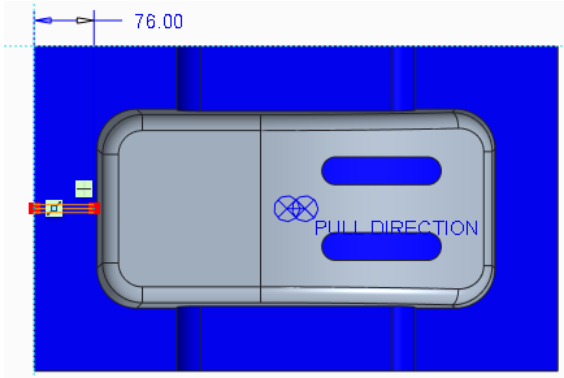

Figure 16-38 *Sketch for profile of the runner*
4. Draw and dimension a line sketch, as shown in Figure 16-38 and choose the **OK** button from the **Sketch** dashboard; the **Intersected Components** dialog box is displayed.